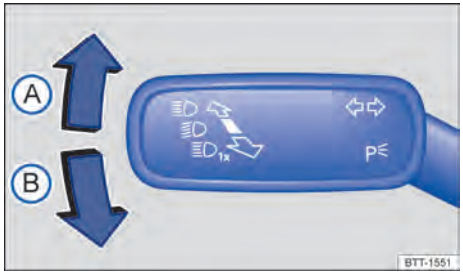

Fig. 92 En el lado izquierdo de la columna de dirección: palanca de los intermitentes y de la luz de carretera.
2. Mueva la palanca de los intermitentes y de la luz de carretera desde la posición central hasta la posición necesaria → Fig. 92.